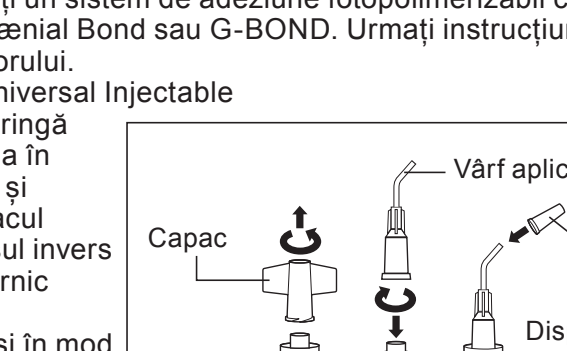

Fig. 1
1. Mențineți seringa în poziție verticală și îndepărtați capacul rotindu-l în sensul invers acelor de ceasornic (Fig. 1).